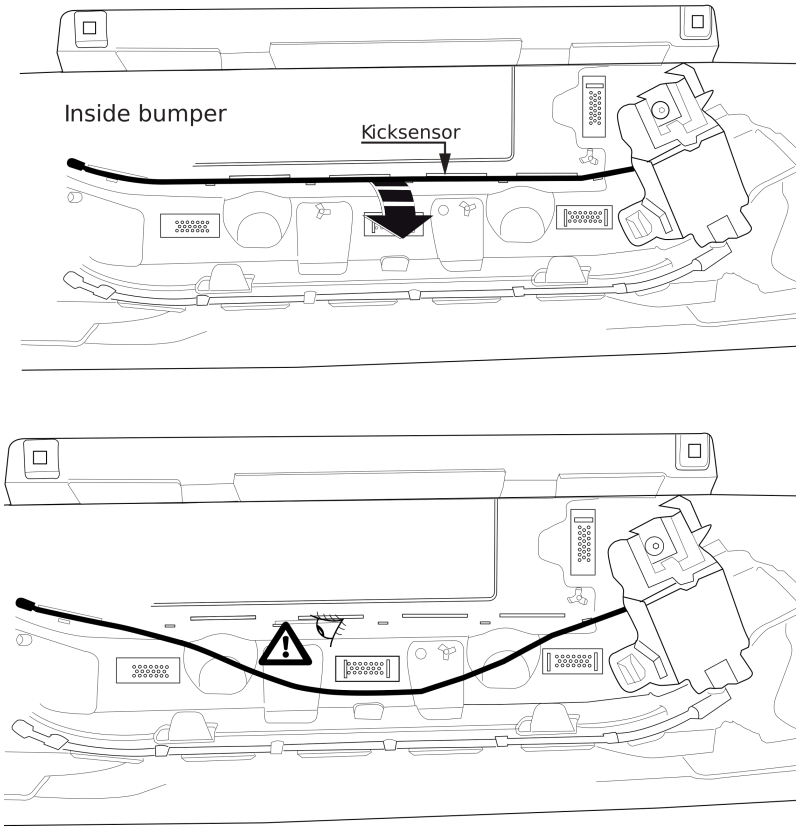

Fig. 2
2. Please note: if present relocate the kicksensor. See figure 2
2. Achtung, wenn vorhanden: Den Kicksensor versetzen. Siehe Abbildung 2